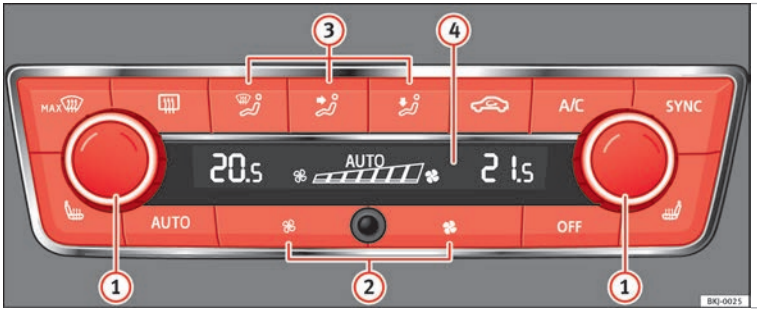

Fig. 147 Climatronic: controls.
- Set fan power to zero ››› Fig. 147 (2) or press button **OFF**.
- Press the button **AUTO** ››› Fig. 147.
• When you switch on the ignition, control (1) ››› Fig. 147 can be used to set the required interior temperature.
• Press the button MAX ›››Fig. 147.